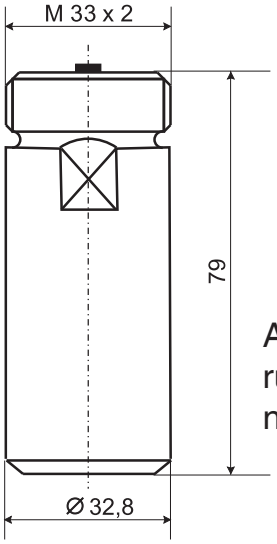

Abbildung 1
2. Einschweißhülse (Abbildung 1) in die Bohrung stecken.